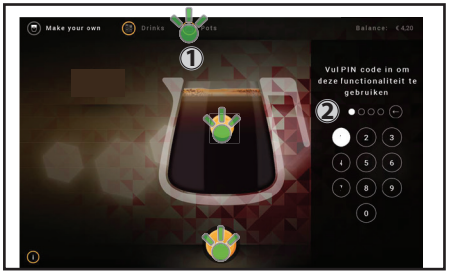

Fig. 4.9 - „Carafe"
1. Atingeţi simbolul din dreapta sus „Carafe" ***(1)*** a ecranului tactil atunci când distribuitorul este în modul furnizare (fig. 4.9).
3. Atingeţi simbolul băuturii pe care o doriţi (fig. 4.9).